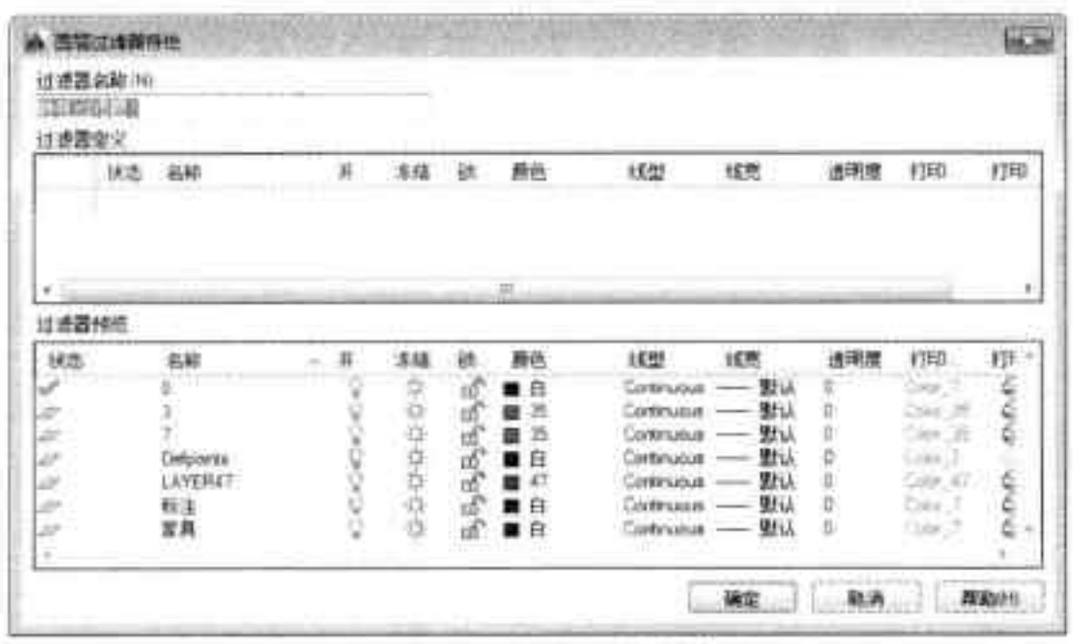

图3-56 “图层过滤器特性”对话框
Step 01 打开所需设置的图形文件，执行“图层特性”命令，打开“图层特性管理器”。单击左上角“新建特性过滤器”按钮，打开“图层过滤器特性”对话框，如图 3-56 所示。